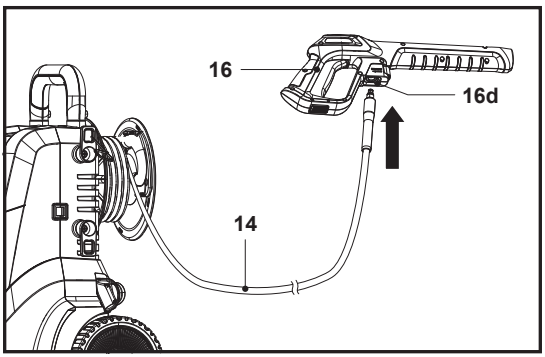

Fig. 7
1. Tirer doucement sur le tuyau haute pression (14) pour le retirer. Nous conseillons de dérouler complètement le tuyau haute pression (14) avant l'utilisation.
2. Enfoncer l'extrémité du tuyau haute pression (14) dans le raccord de tuyau (16d) du pistolet de pulvérisation (16) jusqu'au bout. Un déclic doit se faire entendre (Fig. 7).